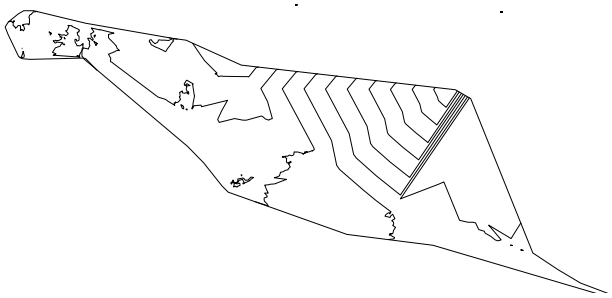

Figure 4-34 *The surface used for slope analysis and slope arrows analysis*
In this tutorial, you will create a style for the Slope analysis. Next, you will run the Slope analysis and the Slope Arrows analysis on the surface, as shown in Figure 4-34.
3. Select the file *c04_c3d_2026_tut03.dwg* and choose the **Open** button to open it. The file consists of a surface that displays contours and border, refer to Figure 4-34.